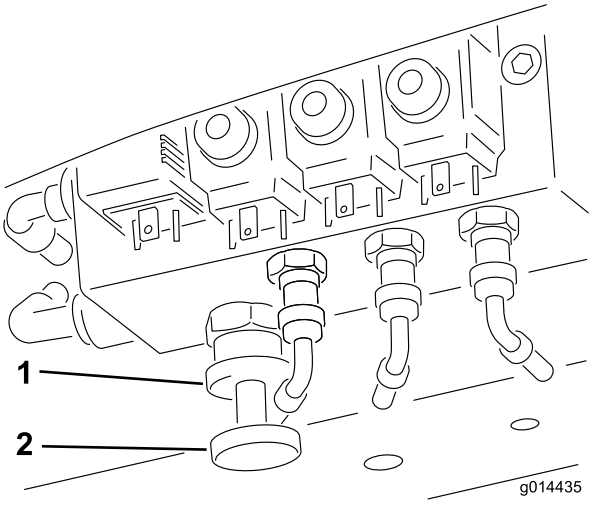

Figur 37
For at aktivere vægtoverførsel: Mængden af vægtoverførsel kan varieres til at passe til driftsbetingelser ved at dreje håndhjulet for vægtoverførsel (Figur 37) som følger:
1. Løsn ventilens låsemøtrik 1/2 omgang mod uret, og hold den dér (Figur 37).
2. Drej ventilens håndhjul (Figur 37) mod uret for at reducere vægtoverførsel og med uret for at øge vægtoverførsel.